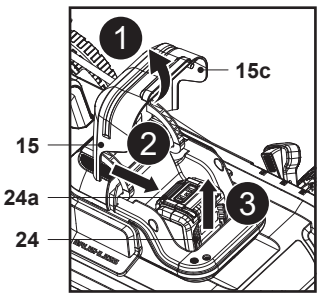

**Rys. 9**
1. Unieść pokrywę magnetyczną (15c) i otworzyć pokrywę komory akumulatora (15) (rys. 9, krok 1).
2. Nacisnąć przycisk zwalniający (24a), aby odblokować zatrzask akumulatora (24) (rys. 9, krok 2).
3. Wysunąć akumulator (24) z komory akumulatora (rys. 9, krok 3).
4. Ostrożnie zamknąć pokrywę komory akumulatora (15).